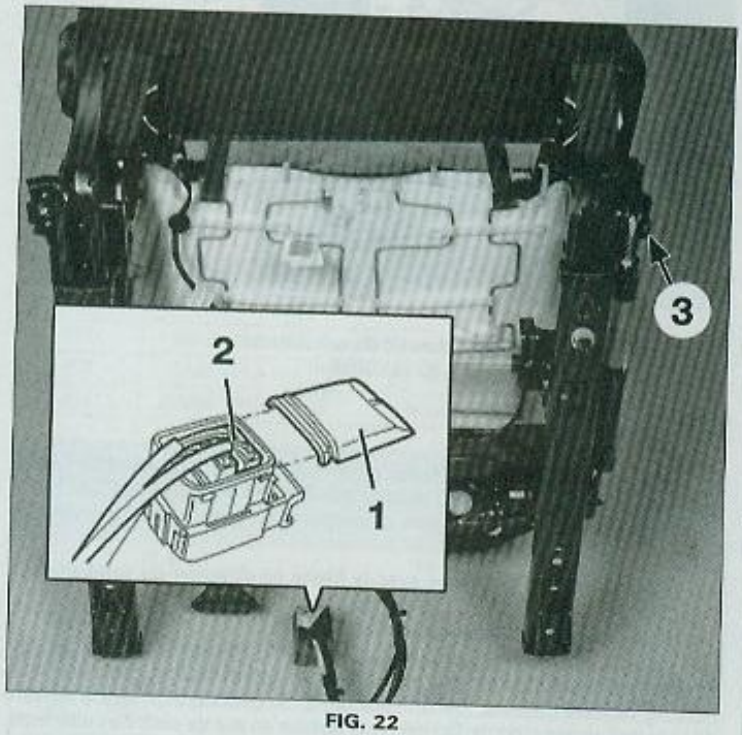

FIG. 22
• Dégager le cache (1) (Fig.22).